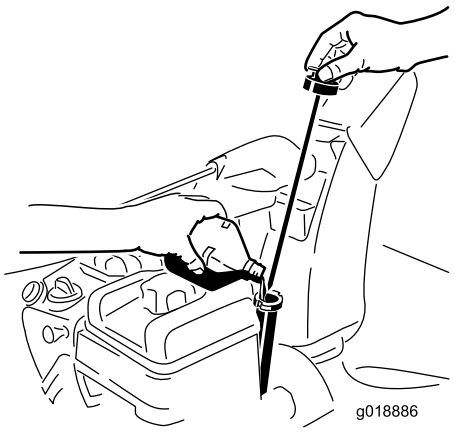

Figur 13
1. Fjern målepinden, og hæld **langsomt** olie i oliepåfyldningsrøret, indtil oliestanden når op til mærket Full (fuld) på målepinden. **Fyld ikke for meget på** (Figur 13). Se afsnittet Kontrol af motoroliestanden under Vedligeholdelse.